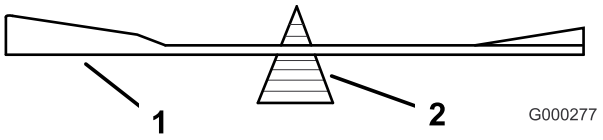

Bild 74
2. Überprüfen Sie die Auswuchtung des Schnittmessers auf einer Ausgleichsmaschine (Bild 74). Wenn das Schnittmesser in seiner horizontalen Position bleibt, ist es ausgewuchtet und kann wiederverwendet werden. Feilen Sie, wenn das Schnittmesser nicht ausgewuchtet ist, vom Flügelbereich des Messers etwas Metall ab.